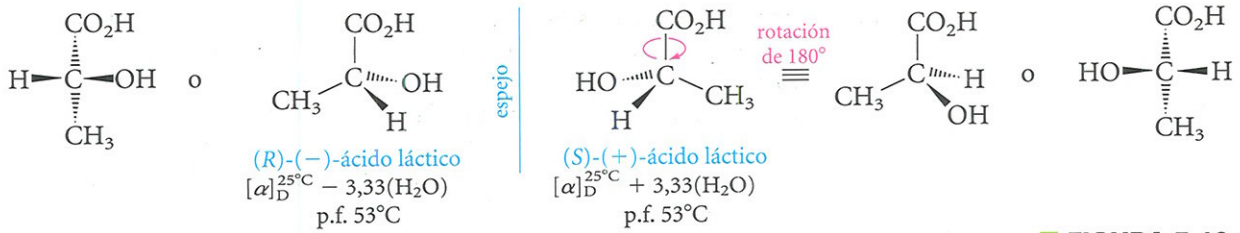
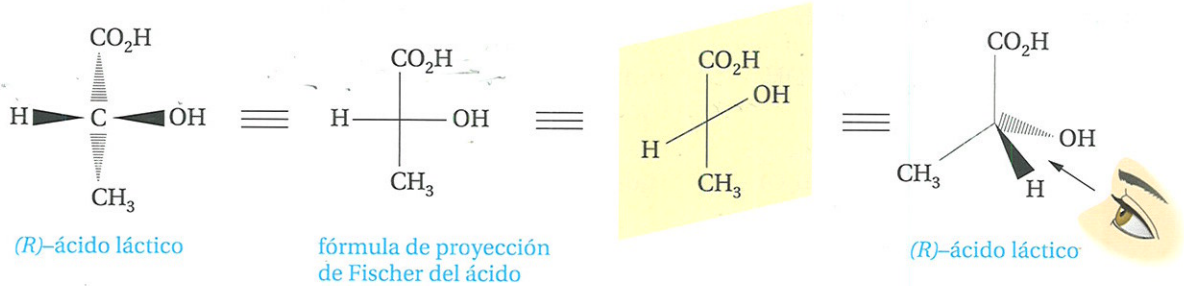

FIGURA 5.10
FIGURA 5.11
Se va analizar la fórmula del *ácido (R)* láctico, a la izquierda del espejo en la Figura 5.10. Si se proyecta en un plano la fórmula tridimensional, como se ilustra en la Figura 5.11, se obtiene la proyección de Fischer que es plana.